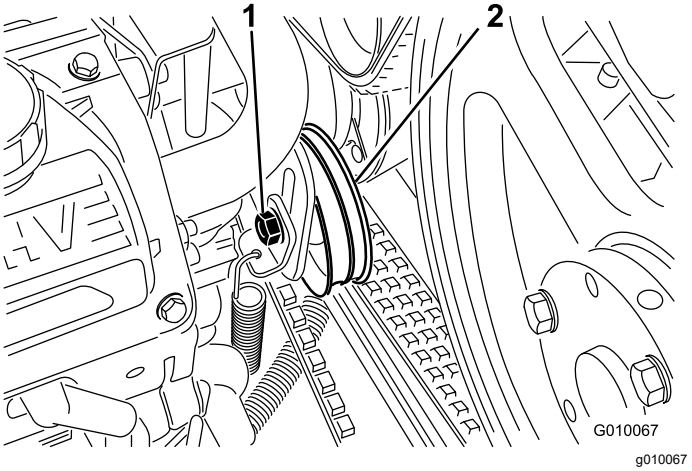

**Figure 59**
4. Loosen the pump belt idler bolt just enough to allow movement within the adjustment slot (Figure 59).